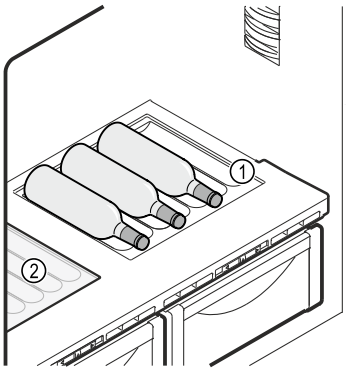

Fig. 104 Example illustration
▶ Insert the glass shelf *Fig. 104 (2)* under the variable bottle rack.